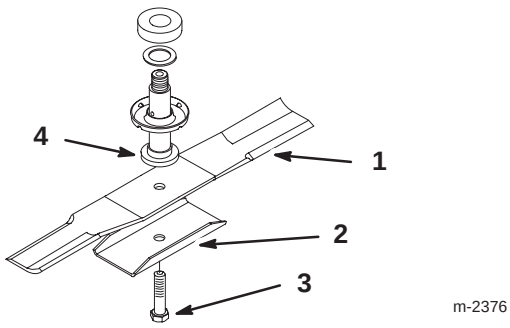

Abbildung 23
3. Schraube, Schnittmessersteife und Schnittmesser entfernen (Abb. 23). Zwischen Schnittmesser und Mähwerk kann ein Holzklotz gekeilt werden, um das Schnittmesser beim Entfernen der Schraube zu blockieren.